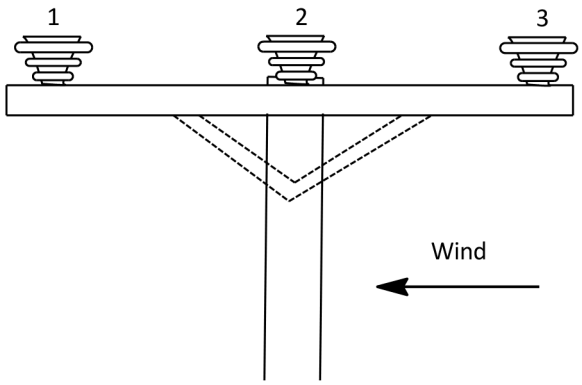

Figure 5.6.6. Washing Pin-Type Insulators.
B. If possible, position the nozzle upwind of the insulators to be washed. First, wash the most downwind insulator. If possible, avoid wetting the crossarm while washing the upwind insulators in succession. If excessive arcing occurs, direct the stream into the arc while continuing to wash. (See Figure 5.6.6.)